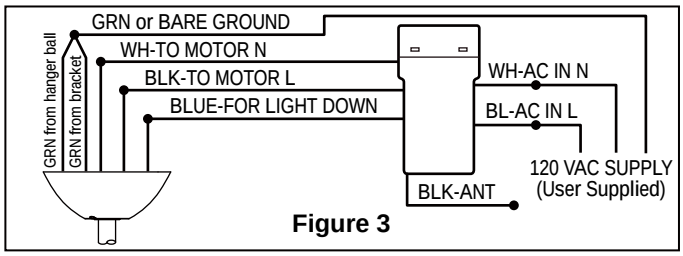

Figure 3
• Connect wires as indicated: (Figure 3)